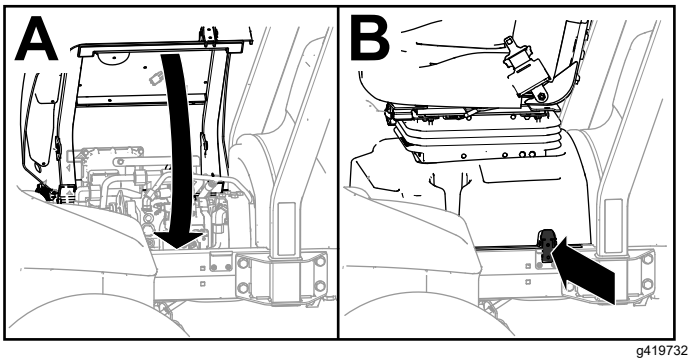

**Figuur 104**
4. Draai de stoel en stoelbasis dicht en vergrendel de basis (Figuur 104).